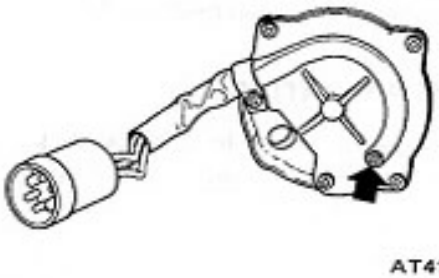

Fig. AT-106 Blocage de rotor interne
2. Retirer la vis d'assemblage qui est indiquée par une flèche sur la Figure AT-106 et introduire une goupille de 3 mm (0,12 in.) de diamètre à la place pour bloquer le contacteur interne de rotor.